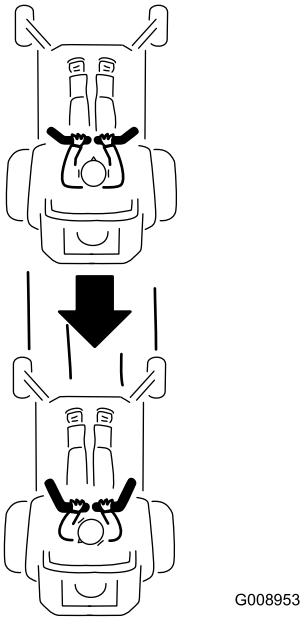

**Figuur 25**
2. Om achteruit te rijden, trekt u de rijhendels naar achteren (Figuur 25).